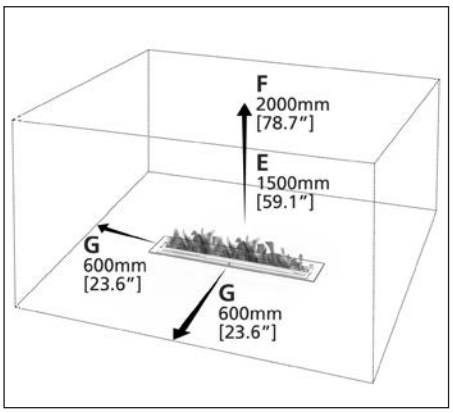

Fig. 4
B. POSICION DEL QUEMADO"SIN INTEGRAR EN UNA CHIMENEA O PARRILLA" *(Fig.4)*